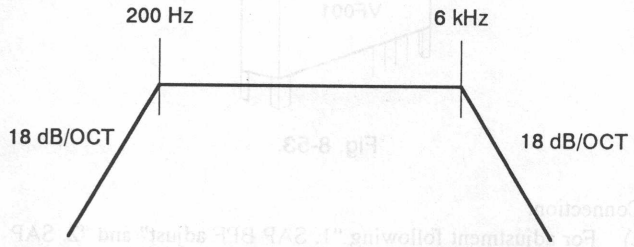

Fig. 8-52. Filter for distortion measuremen
*1: Value when the filter for distortion measurement is used (Fig. 8-52.). Distortion should be less than 1.0% [2.0%] when the filter is not used.